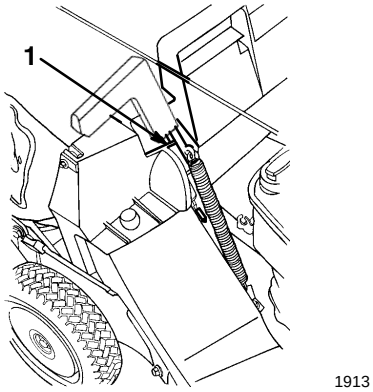

Afbeelding 18
5. Trek de handgreep van de kokerdeur naar voren en beweeg de handgreep naar achteren totdat de pen vergrendeld raakt in de inkeping van de zak (Afb. 18).